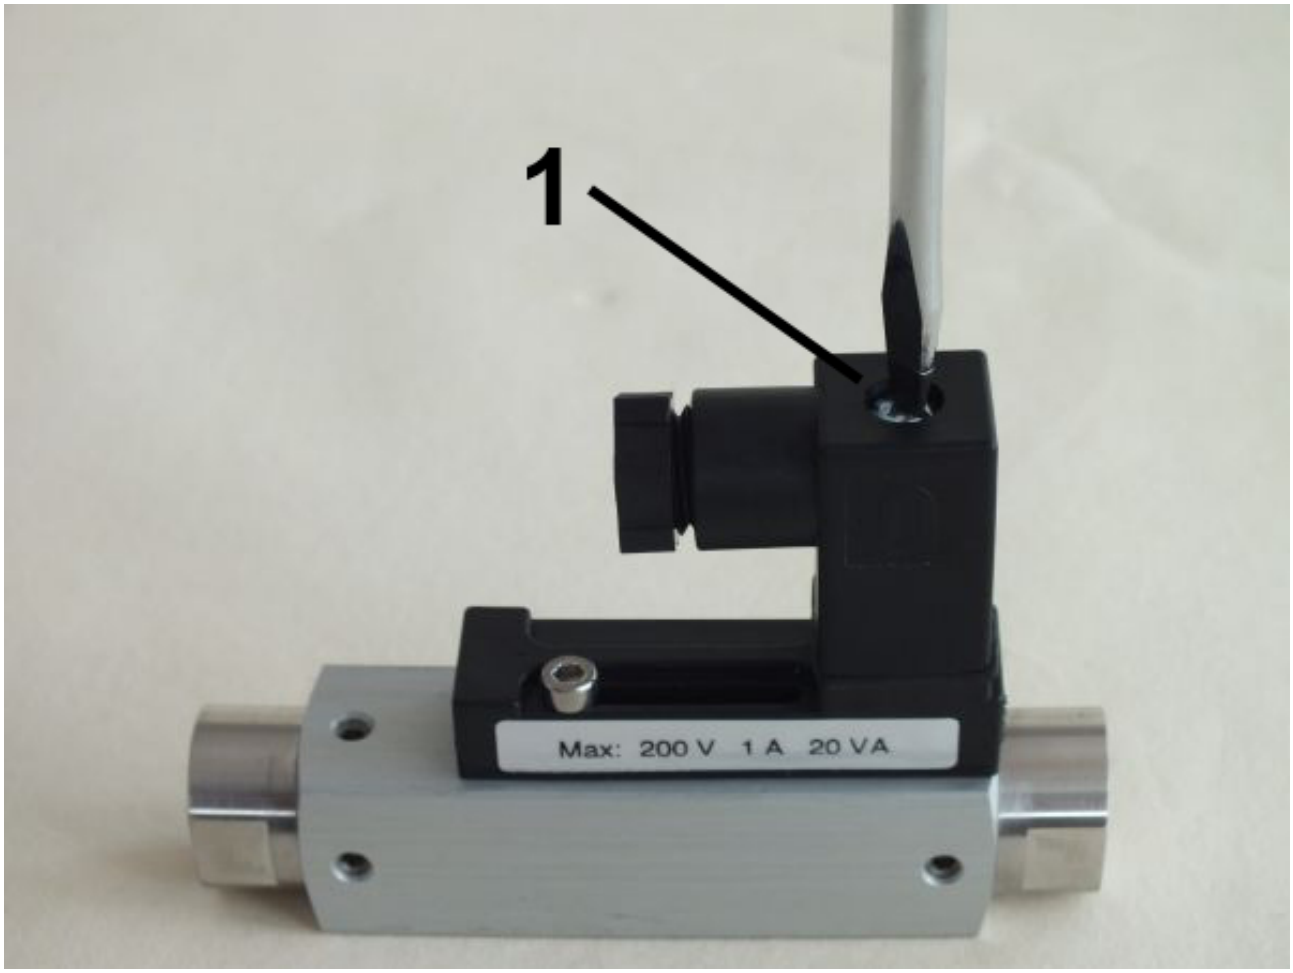

Fig. 53: Loosen female socket
1. Loosen the fixing screw (*Fig. 53*/1) of the female socket with a flat-bladed screwdriver.